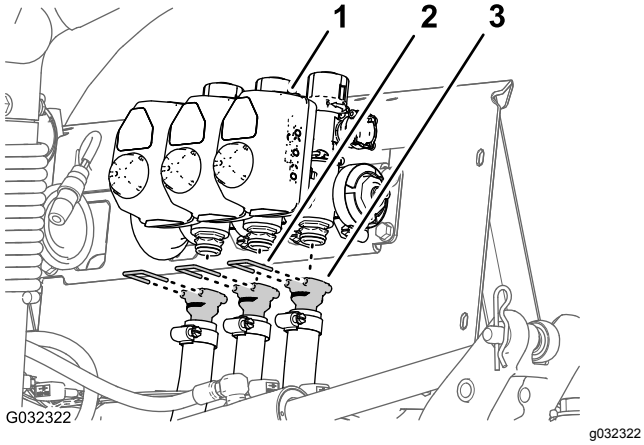

**Figur 49**
6. Fjern holderne, der fastgør de lige stykker med modhagere til venstre, midterste og højre bomsektionsventiler (Figur 49).
7. Fjern slangerne til venstre, midterste og højre bomsektionsventiler fra maskinen (Figur 49).